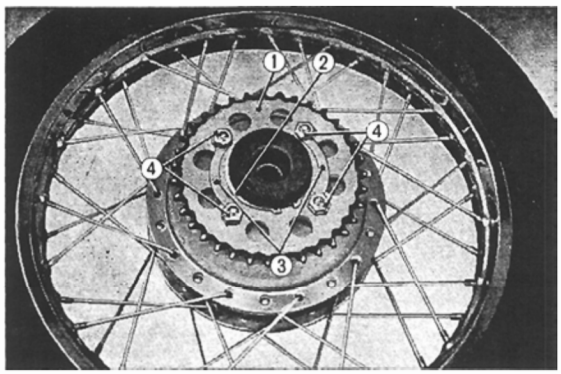

Fig. 4.101 Assembling the final driven sprocket
① Final driven sproket
② 73.8 mm circlip
③ Tongued washer
④ 10 mm sprocket retaining bolt
3. Mount the final driven sprocket on the drive flange with the sprocket retaining bolts, nut and tongued washer. **(Fig. 4.101)**